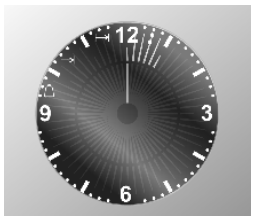

Abb. 1
- Beim Drücken der Taste leuchtet das Display auf, wie zu sehen in **Abb. 1**.